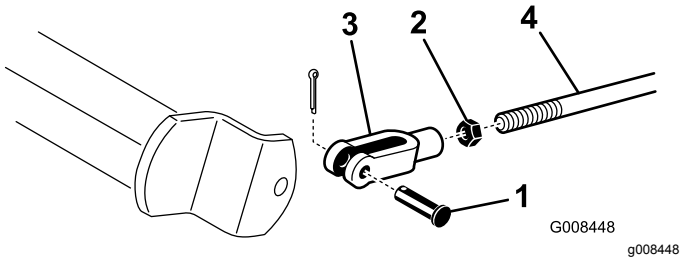

Rysunek 47
2. Jeżeli hamulce nie powodują równomiernego zahamowania kół, odłącz pręty hamulców wyjmując sworzeń z zawleczką (Rysunek 47).
3. Poluzuj przeciwnakrętkę i wyreguluj jarzmo sworznia stosownie do potrzeb (Rysunek 47).
4. Zamocuj jarzmo do trzpienia hamulca (Rysunek 47).